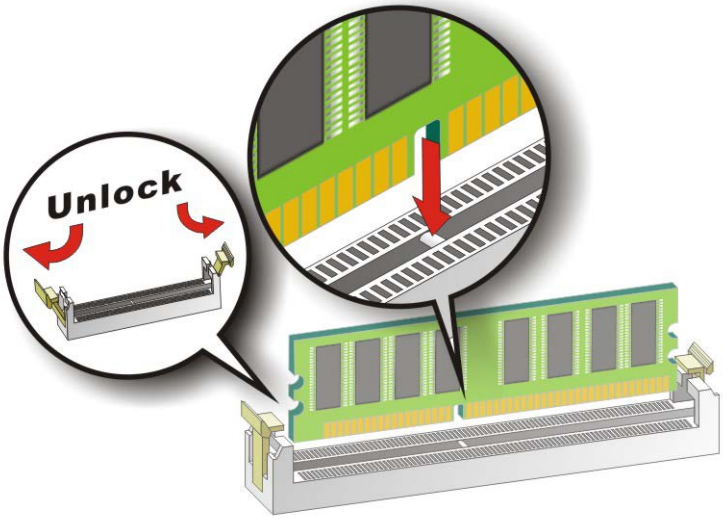

Figure 4-7: DIMM Installation
To install a DIMM, please follow the steps below and refer to **Figure 4-7**.
Step 1: **Open the DIMM socket handles**. Open the two handles outwards as far as they can. See **Figure 4-7**.
Step 2: **Align the DIMM with the socket**. Align the DIMM so the notch on the memory lines up with the notch on the memory socket. See **Figure 4-7**.
Step 3: **Insert the DIMM**. Once aligned, press down until the DIMM is properly seated. Clip the two handles into place. See **Figure 4-7**.